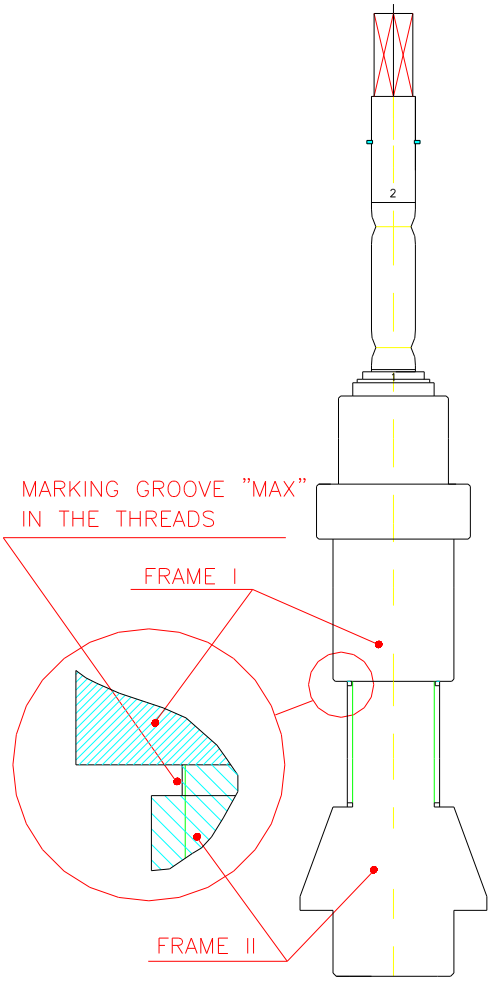

rys. 4
- Sprawdź czy brzeg Korpusu zrównał się z rowkiem na Korpusie II (patrz **rys. 4** , rowek jest wykonany na części nagwintowanej Korpusu II). Takie ustawienie odpowiada maksymalnemu zasięgowi wiercenia maszyny. Pozycja ta w żadnym wypadku nie może być przekroczona, podczas pracy urządzenia pod ciśnieniem.